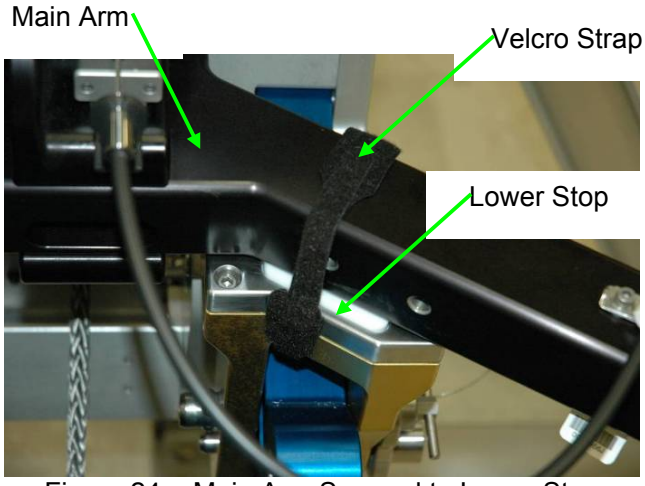

Figure 24. - Main Arm Secured to Lower Stop
15.5. Tightly secure Main Arm to Lower Stops (two) with Velcro straps. Refer to Figure 24.